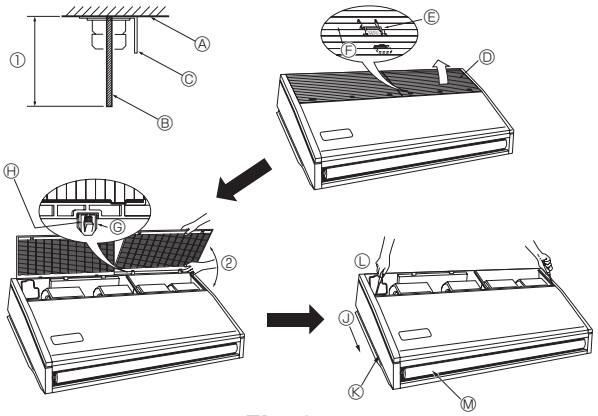

Fig. 3-4
3.2.4. Vorbereitung der Innenanlage (Fig. 3-4)